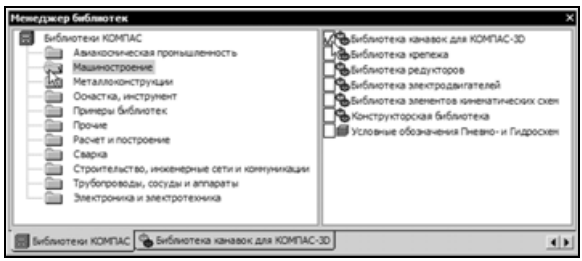

Рис. 5.239
- На панели **Стандартная** нажмите кнопку **Менеджер библиотек** (рис. 5.239).